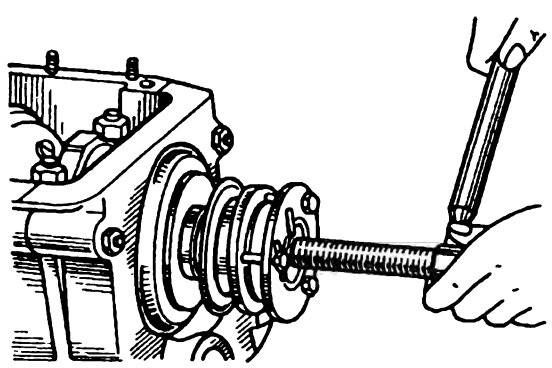

Рис. 56. Снятие ступицы шкива с коленчатого вала
35. Снимите съемником 16-У-236817 ступицу шкива (рис. 56) с носка коленчатого вала.